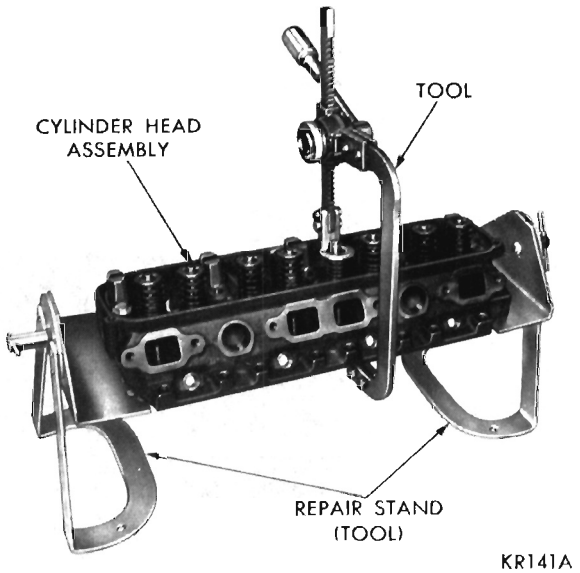

Fig. 12—Compressing Valve Spring
(1) With cylinder head removed, compress valve springs, using Tool C-3422A, (Fig. 12).
(2) Remove valve retaining locks, valve spring retainers, valve stem cup seals and valve springs.
(3) Before removing valves, remove any burrs from valve stem lock grooves to prevent damage to the valve guide. **Identify valves to insure installation in original location.**